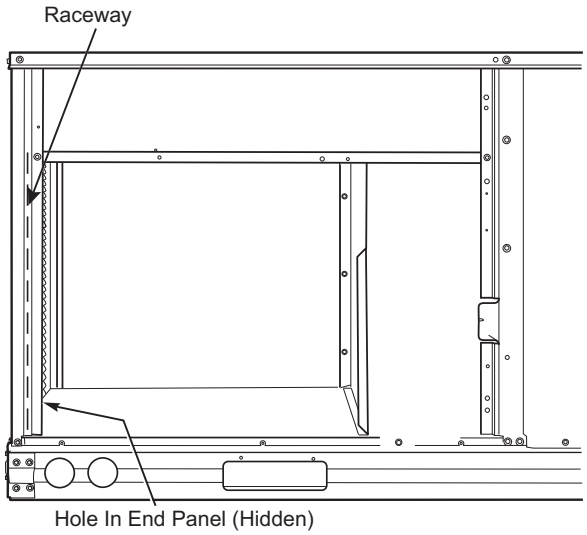

Fig. 27 — Field Control Wiring Raceway
The 50FE unit requires an external temperature control device. This device can be a thermostat (field-supplied) or a SystemVu™ controller (available as factory-installed option for use on a Carrier Comfort Network® or as a stand alone control). All field added wire must comply with UL and local NEC standards. See Unit without Thru-Base Connection Kit on page 16 and use routing path shown in Fig. 27 to help with compliance as needed.
Pass the thermostat control wires through the hole provided in the corner post; then feed the wires through the raceway built into the corner post to the control box. Pull the wires over to the terminal strip on the upper-left corner of the Unit Control Board. See Fig. 27.
2. Feed wires through the raceway built into the corner post (refer to Fig. 27) to the 24-v barrier located on the left side of the control box. The raceway provides the UL-required clearance between high-voltage and low-voltage wiring.